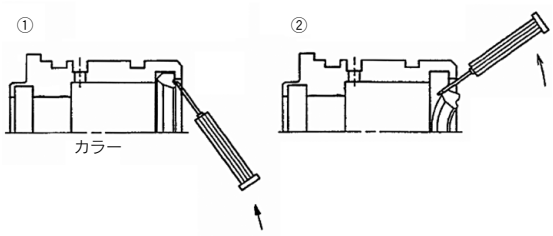

図4　クッションパッキン取り外し方
④クッションパッキン(エアクッション付のみ)
b. 図4のようにクッションパッキンをカラーの後側からとヘッドカバーからそれぞれ1つづつ精密ドライバーなどを差し込み抜き取ります。この時のパッキン溝に傷を付けないように注意してください。